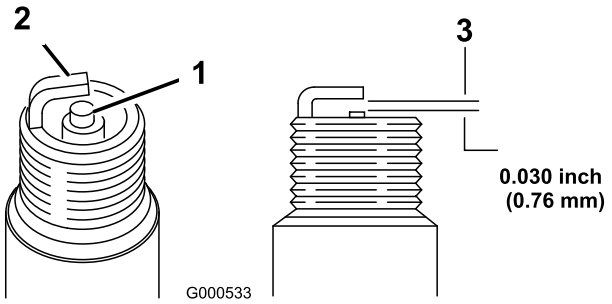

Rysunek 35
11. Ustaw przerwę na świecy na 0,76 mm (Rysunek 35).